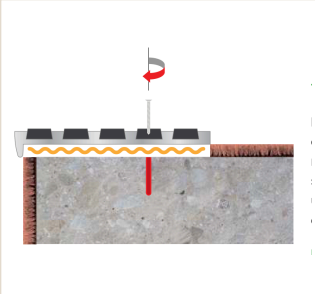

Figure 2 - Step 4d (carpet or vinyl tucked under on riser)
**d. Carpet tile and vinyl:** cut back the existing finish so the nosing sits on the edge of the tread and fastens directly into the substrate, with the finish on the riser tucked behind the nosing turndown. (Figure 2)